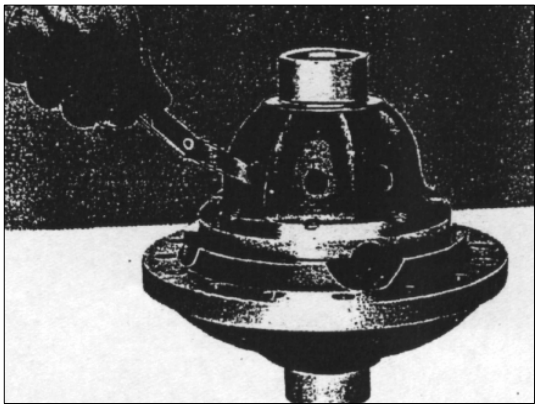

РИС. 346
4) Отрегулируйте осевой зазор, выбирая упорные латунные шайбы нужной толщины. Имеются в наличии упорные шайбы различной толщины от 1,95 до 2,55 с шагом через 0,05мм. Используя щуп для измерения зазоров, проверьте осевой зазор шестерен полуосей (см. рис. 346).